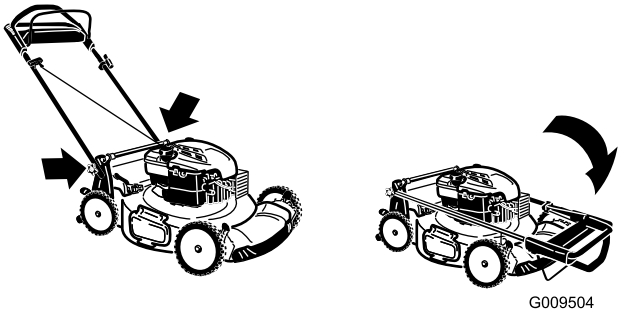

Figura 29
3. Pliegue hacia adelante la sección superior del manillar (ver Figura 29).